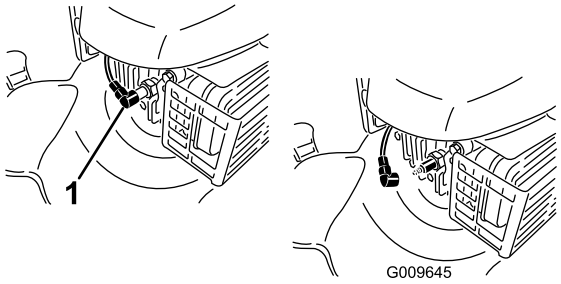

Figuur 18
2. Trek de bougiekabel los van de bougie (Figuur 18) voordat u onderhoudswerkzaamheden uitvoert.